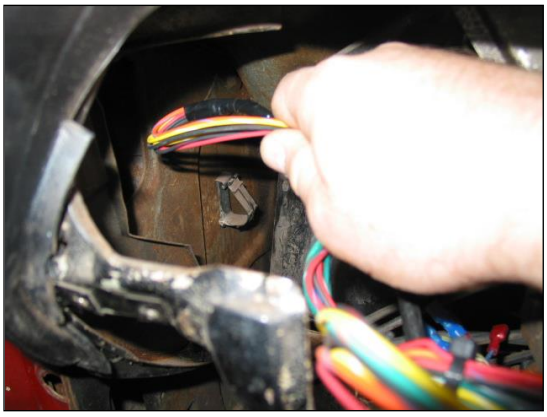

Figure 6-6
6.1.5 Now locate the **Rear Light Section** of the harness. This section of the harness will be routed down through the A-pillar; through the sill plate, through the B-pillar, over the driver's side quarter panel wheel well and into the trunk. **See Figures 6-6 thru 6-9. Note: In figure 6-8 the original harness is being taped to the new harness to aid in pulling the Rear Light Section through the quarter panel and into the trunk.**